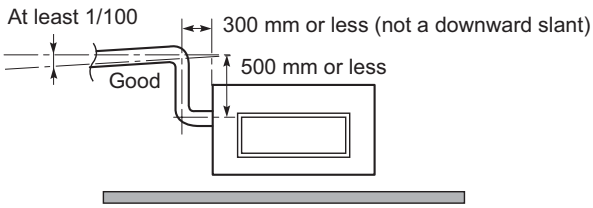

Fig. 2-147
- **If it is necessary to increase the height of the drain pipe, the section directly after the connection port can be raised a maximum of 500 mm. Do not raise it any higher than 500 mm, as this could result in water leaks. (Fig. 2-147)**